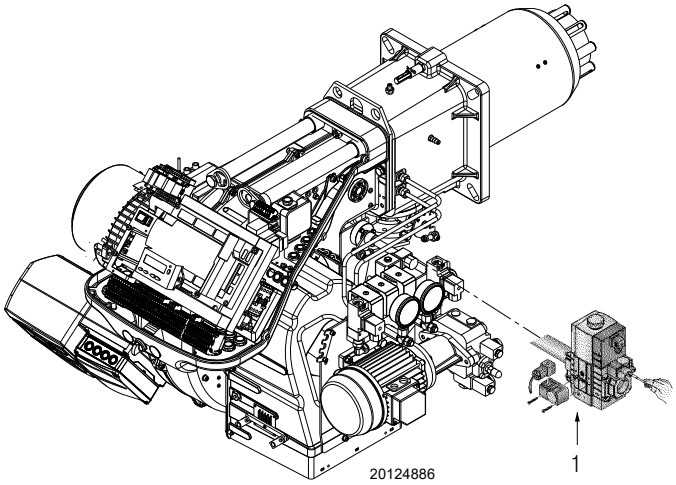

Fig. 38
- ➤ Verificați presiunea de alimentare cu gaz prin conectarea unui manometru la punctul de priză de presiune 1)(Fig. 38) al presostatului de presiune minimă a gazului: aceasta trebuie să fie mai mică decât presiunea maximă admisibilă a rampei de gaz indicată pe plăcuța indicatoare.
- ➤ Evacuați aerul din conducta rampei de gaz prin conectarea unui tub de plastic la priza de presiune 1)(Fig. 38) a presostatului de presiune minimă a gazului.